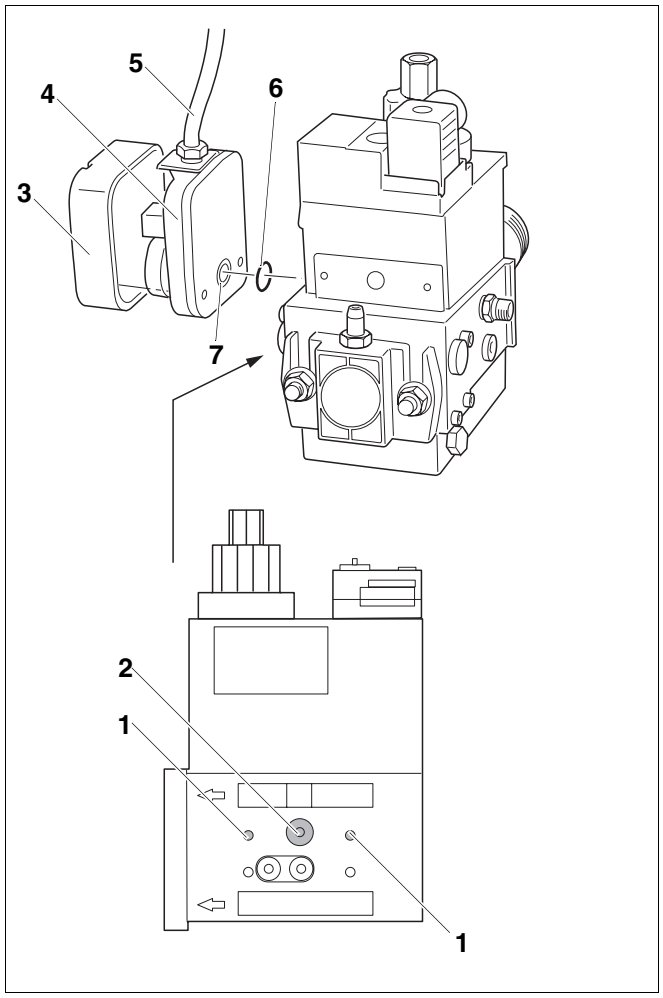

Afb. 91 Buitenzijde gasklep
- Draai de inbusbout (afb. 91, **pos. 2**) aan de buitenzijde van de gasklep eruit.
- Neem de afdekkap van de gasdrukschakelaar (afb. 91, **pos. 3**) weg.
- Plaats de O-ring die bij de gasdrukschakelaar geleverd wordt (afb. 91, **pos. 6**) aan de rugzijde van de gasdrukschakelaar in de betreffende uitsparing (afb. 91, **pos. 7**). Let op de correctie positie. De O-ring verplaatst zich snel.
- Breng het onderste deel van de gasdrukschakelaar (afb. 91, **pos. 4**) met de bijgeleverde schroeven aan de bevestigingspunten (afb. 91, **pos. 1**) van de gasklep aan. De aansluitkabel (afb. 91, **pos. 5**) van de gasdrukschakelaar voor de brandersturing bevindt zich daarbij aan de bovenzijde.
- Plaats de afdekkap van de gasdrukschakelaar (afb. 91, **pos. 3**) op het onderste deel van de gasdrukschakelaar (afb. 91, **pos. 4**) en schroef ze vast.